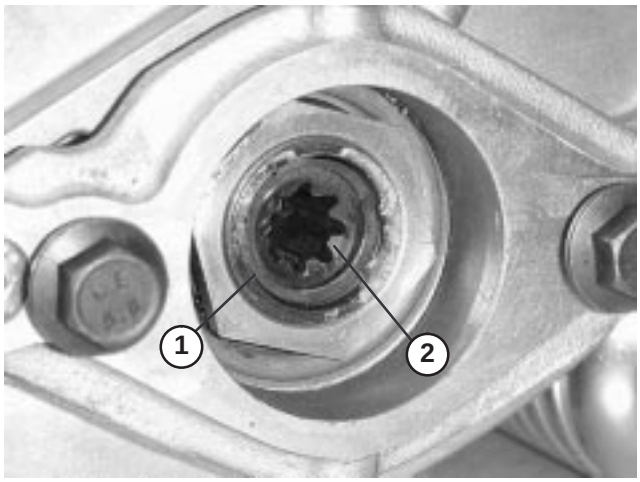

Figure 7
3. Allen head screw (2)
D. Remove the snap ring securing the drive coupler in the reel tube (Fig. 7). Remove the drive coupler.